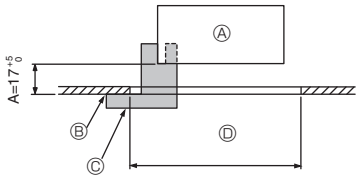

Fig. 9-2
①	Grille	1	950 × 950 (mm)
②	Schéma d'installation	1	(Divisé en 4 parties)
③	Vis (4 × 16)	1
④	Panneau en coin i-see sensor	1
⑤	Télécommande sans fil	1
⑥	Support de la télécommande	1	Fournie s'il s'agit d'un modèle avec télécommande sans fil. *
⑦	Piles LR6 AA	2	Fournie s'il s'agit d'un modèle avec télécommande sans fil. *
⑧	Vis autotaraudeuses 3,5 × 16	2	Fournie s'il s'agit d'un modèle avec télécommande sans fil. *
9.2. Préparation avant d'attacher la grille (Fig. 9-2)
• À l'aide de la jauge ② fournie avec ce kit, ajustez et vérifiez la position de l'appareil principal par rapport au plafond. Si l'appareil principal n'est pas correctement positionné par rapport au plafond, des fuites d'air peuvent se produire et provoquer un phénomène de condensation.